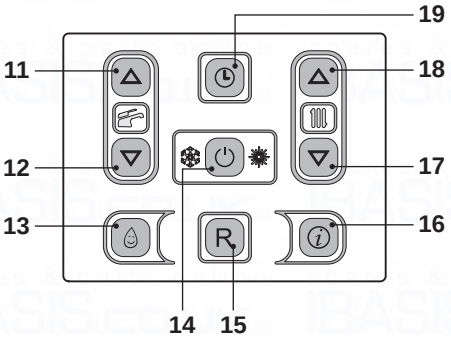
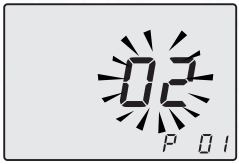
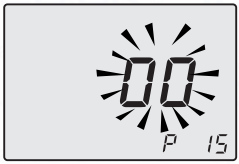

Fig. 7.17
Fig. 7.18
Fig. 7.19
- Enter in "programming mode" by pressing keys 14 - 17 - 18 (Fig. 7.17) for 10 seconds at the same time until the letters **P01** are displayed on the LCD display, indicating that "parameter 01, has been activated (Fig. 7.18).
- Scroll the various parameters using keys 17 or 18 until the letters **P15** are displayed on the LCD display, indicating that "parameter 15" (Fig. 7.19) has been activated.
- By pressing key 14 (Fig. 7.17) confirmation of the inserted value is obtained.
- Press keys 17 or 18 (Fig. 7.17) to exit without changing the value Fig. 7.19)
However, if the ambient temperature is not comfortable, the flow temperature of the heating plant can be increased or reduced by ± 15°C by acting on keys 17 (reduce) and 18 (increase) (Fig. 7.17).